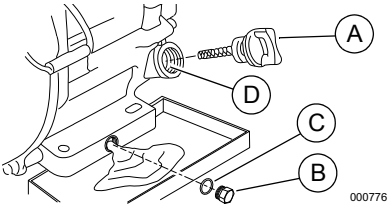

Figure 4-1. Vidange de l'huile à moteur
3. Voir la ***Figure 4-1***. Retirez le bouchon de l'orifice de remplissage d'huile (A).